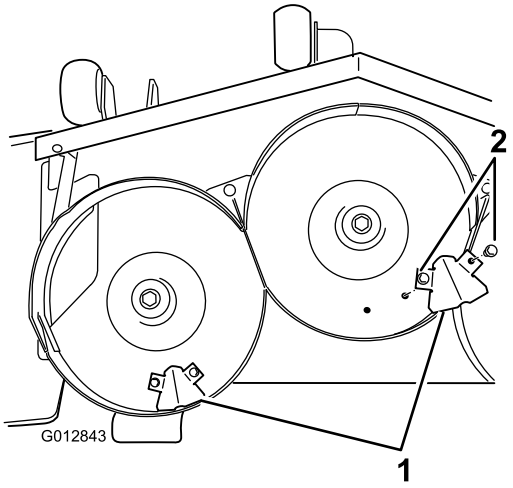

Figure 5
15. Trouvez les déflecteurs "kicker" et quatre vis à embase (5/16 x 3/4 pouce) dans les pièces détachées. Montez les déflecteurs sur le dessous du plateau aux emplacements indiqués sur la Figure 5. Fixez les déflecteurs au plateau au moyen de quatre vis à embase (5/16 x 3/4 pouce).